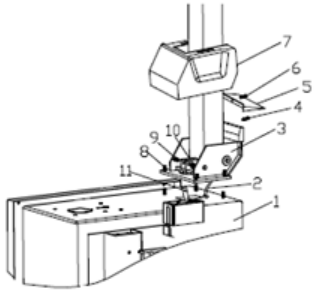

Fig 3
2. Posizionare la leva di inclinazione (3, Fig. 3) sul corpo (1, Fig. 3) con 4 bulloni (M12), spingere il tubo dell'aria (2, Fig. 3) attraverso il foro della colonna. Serrare i 4 dadi autobloccanti (8, fig. 3)
3. Inserire la vite (9, Fig. 3) nei fori di entrambe le colonne e dell'albero del cilindro di inclinazione (11, Fig. 3), e serrarla con il dado autobloccante (10, Fig. 3).
4. Svitare i due bulloni sul coperchio sinistro e rimuovere il coperchio, collegare il tubo dell'aria (2, fig. 3) precedentemente menzionato ai fori laterali che controllano la valvola a 5 vie inclinabile. Fissare il coperchio sinistro.
5. Fissare il coperchio di plastica (7, Fig. 3) con due bulloni (4, Fig. 3).
6. Montare il coperchio posteriore in plastica (5, Fig. 3) sulla colonna con la vite (6, Fig. 3).